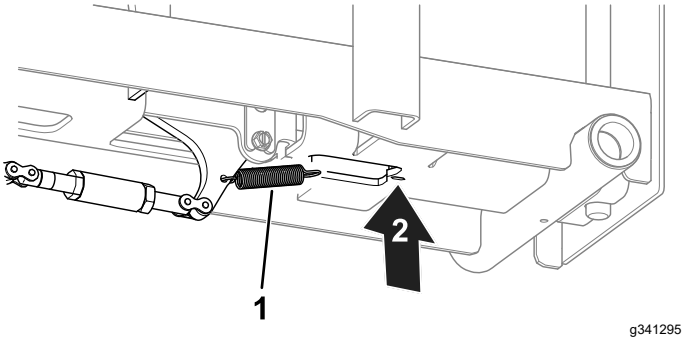

Rysunek 15
9. Podłącz sprężynę do ogranicznika koła i do spodu najazdu (Rysunek 15).